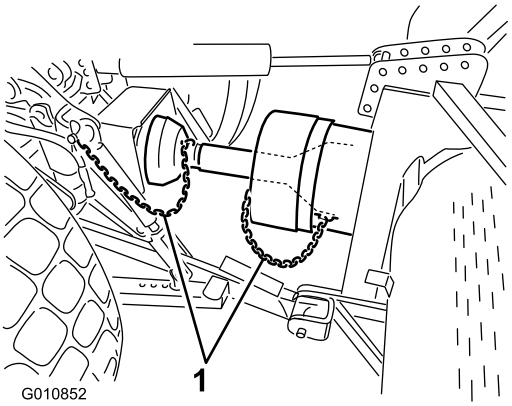

Figuur 19
6. Sluit de veiligheidskettingen aan op het aftakasscherm en de beugel van de tractor (Figuur 19). Controleer of de kettingen genoeg speling hebben als de beluchter omhoog of omlaag wordt gebracht.